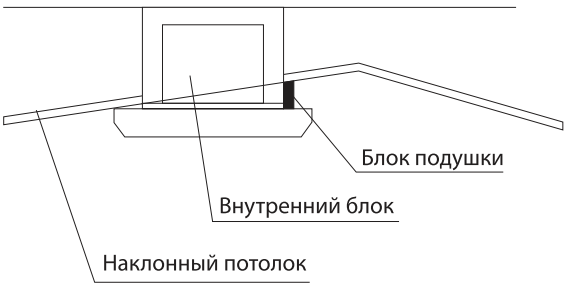

Рисунок 17 - Установка внутреннего блока на наклонном потолке
• Если внутренний блок устанавливается на наклонном потолке, то между потолком и панелью выхода воздуха должен быть установлен блок подушки, чтобы обеспечить установку устройства на ровной поверхности (см. рис. 17).